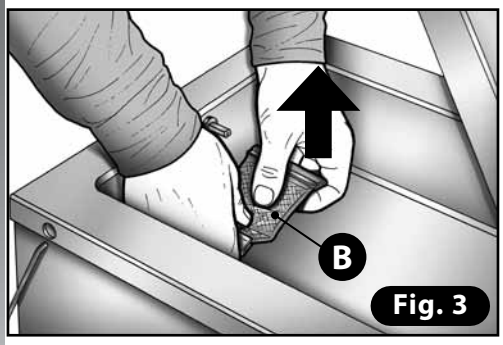

Fig. 3
4) Hold the sealbag and pull it upwards **(B - Fig. 3)**.
3) Wipe the sealing bar with alcohol **(Fig. 3)**.